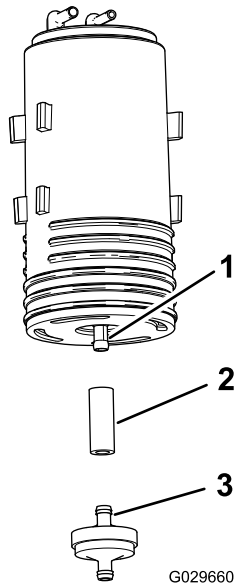

Figur 55
4. Fjern karbonsylinderfilteret og den korte delen av slangen fra den nedre nippelen på den gamle karbonsylinderen (Figur 55).
5. Monter slangen på den nedre nippelen på den nye karbonsylinderen (Figur 55).
6. Plasser nippelen til en ny karbonsylinder inn i slangen (Figur 55).